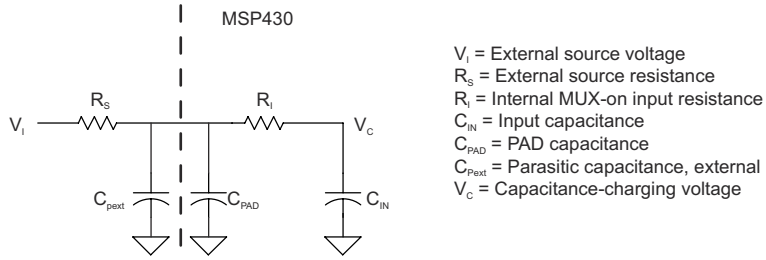

図 8-18. eCOMP Input Circuit
(1) See 図 8-18 for eCOMP C_{IN} model.